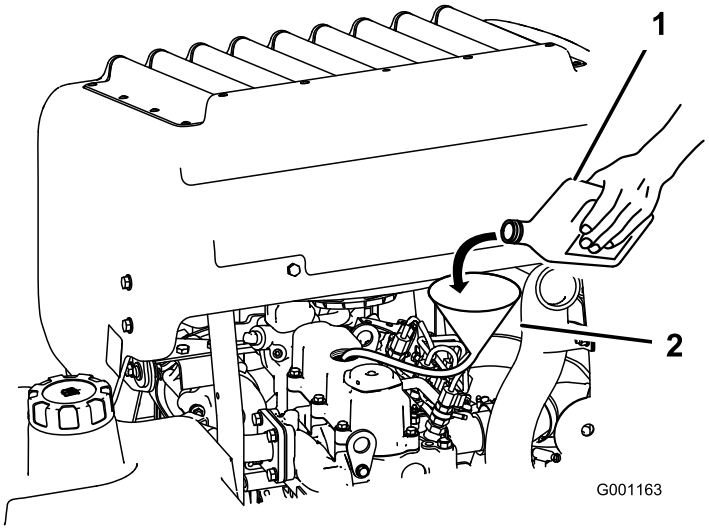

Figur 50
3. Der kan hældes olie på motoren ved hjælp af en slange og en tragt (Figur 50).